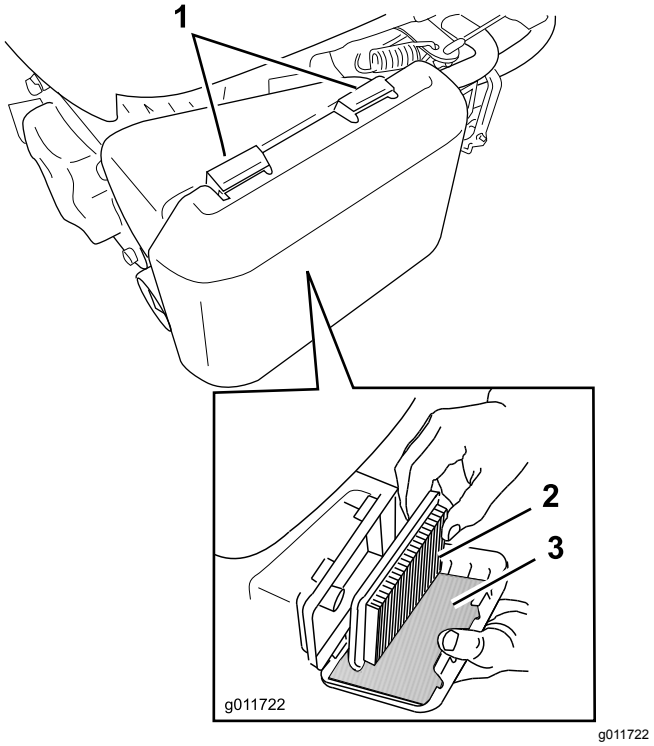

Bild 22
1. Drücken Sie die Verriegelungsnasen oben an der Luftfilterabdeckung nach unten (Bild 22).
3. Entfernen Sie den Papierfilter und den Schaumvorfilter (Bild 22).